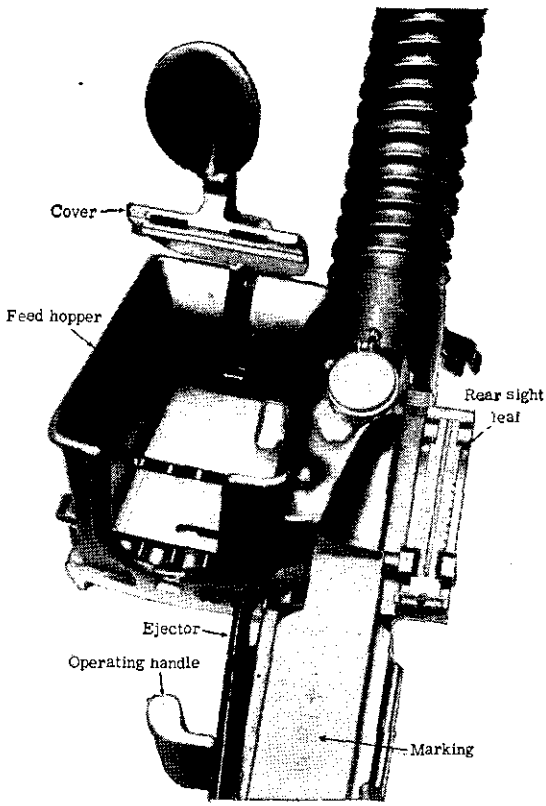

Figure 57.—Close-up of feed hopper (empty) of Model 11 (1922) 6.5-mm light machine gun.
(1) The feed hopper (figs. 57 and 58) by which 30 rounds are loaded, consisting of six 5-round clips of rifle cartridges placed one on top of the other.
(2) The cutout section of the shoulder stock.
(3) The front and rear sights offset to the right.
(4) The marking 十一年式 which is on top of the receiver. (This marking, which is read *Juichinen Shiki* from left to right,[2] means "11th year model.")